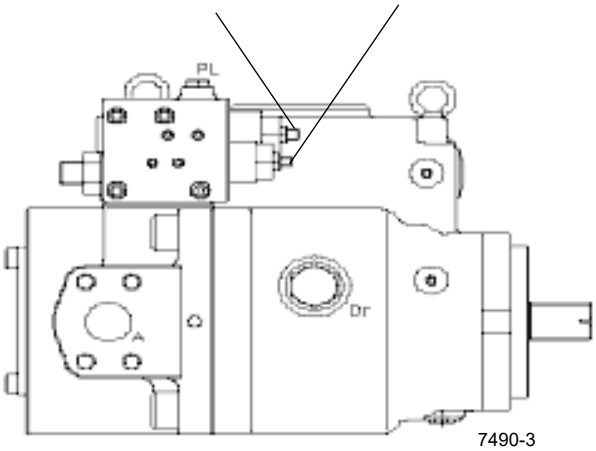

**FIGURA 2-10**
| Pressão diferencial da bomba do pistão nº 1 (Delta P) | 350 (24) | ± 25 (0,2) | G1 – Coletor de controle do estabilizador/direção dianteira traseira montado no transportador (Figura 2-10 e Figura 2-11) |
| Pressão diferencial da bomba do pistão nº 2 (Delta P) | 375 (26) | ± 25 (0,2) | G1 – Coletor de controle do estabilizador/direção dianteira traseira montado no transportador (Figura 2-10 e Figura 2-11) |
**NOTA:** Os procedimentos de A a M no texto a seguir correspondem à (Figura 2-10) até a Figura 2-26.
2. Verifique se o ajuste de fábrica de corte máximo da bomba de pistão (Figura 2-10) está correto. Solte a contraporca no parafuso de ajuste de corte máximo e gire-o até que ele se assente suavemente ou atinja o batente. Gire o parafuso de ajuste na direção contrária em duas voltas e trave-o com a contraporca. Isso garante que a pressão total do sistema de 4351 psi (300 bar) será obtida.
3. Verifique se o ajuste de fábrica da bomba de pistão P delta (reserva) está correto. Com o diagnóstico de desconexão rápida ainda instalado na entrada GP1 do coletor integrado do estabilizador/direção traseira/bloqueio do eixo (Figura 2-11), dê partida no motor e, em marcha lenta, gire o parafuso de ajuste da pressão diferencial da bomba de pistão nº 1 “para dentro” para aumentar ou “para fora” para diminuir, de forma que o medidor indique uma pressão de 375 ± 25 psi (26 ± 2 bar) (Figura 2-10).